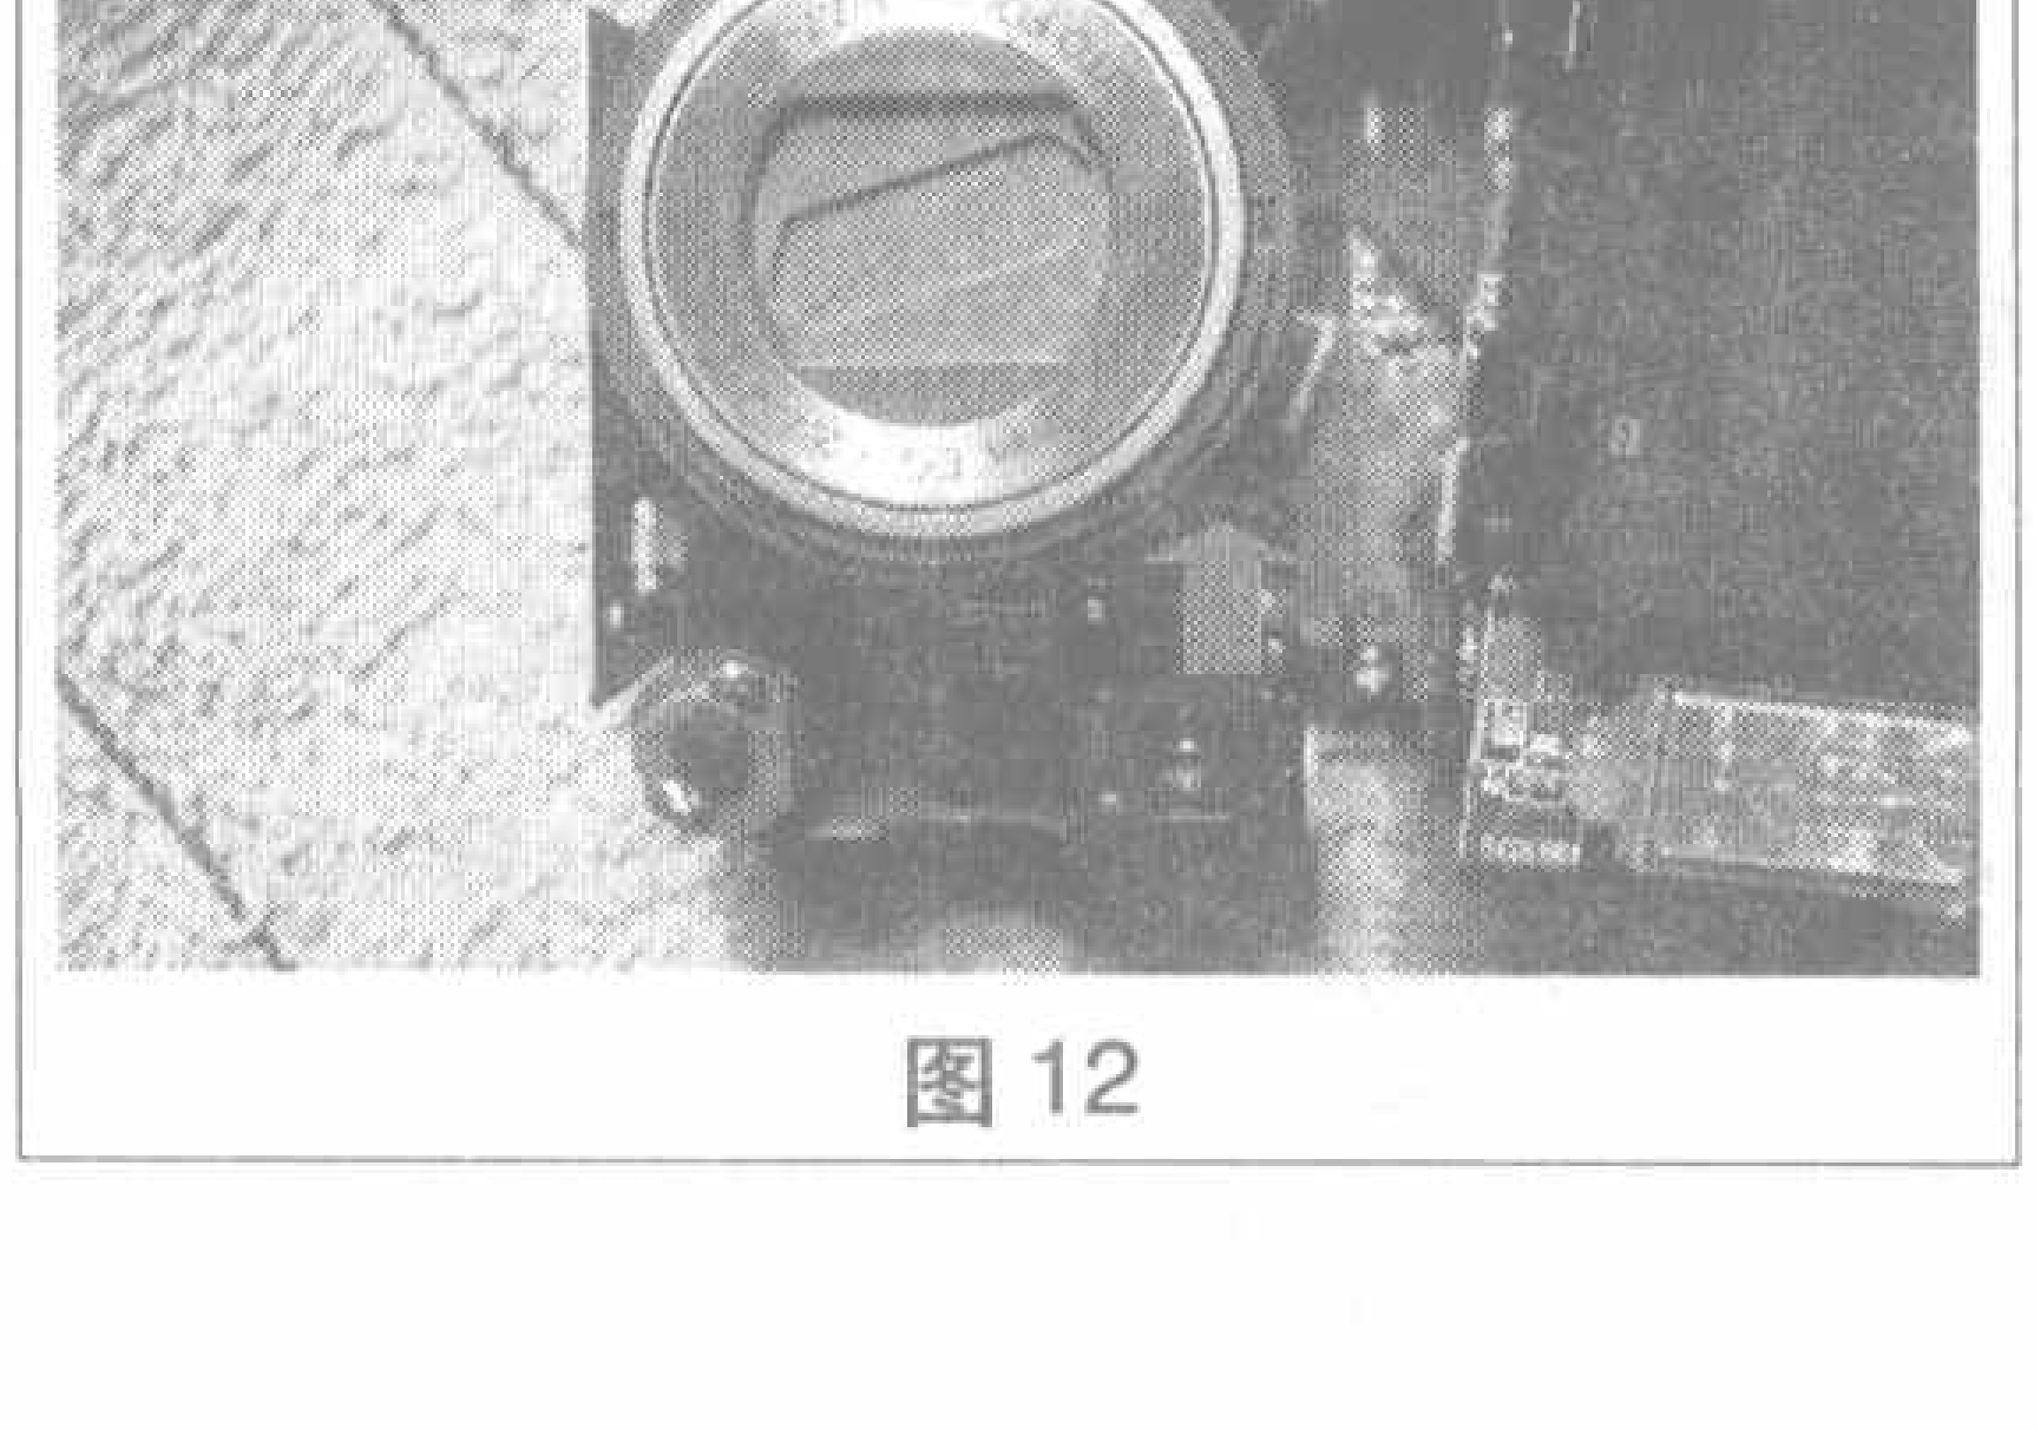

图 12
6. 拆下镜头的3颗固定螺丝见图12，就可以把镜头拆下来的。我没有拆开镜头排线，所以到这里把镜头和电源组件一起拆出。